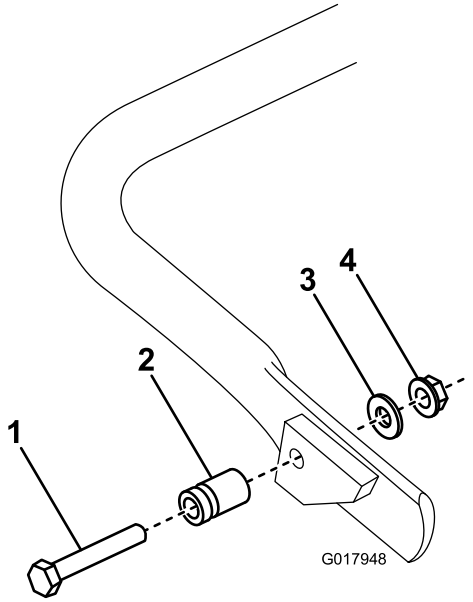

**Figura 6**
1. **Apenas no GR1600**, ligue a cavilha de mola ao lado direito do apoio (Figura 6) utilizando o parafuso, anilha e porca de cabeça de flange fornecidos.